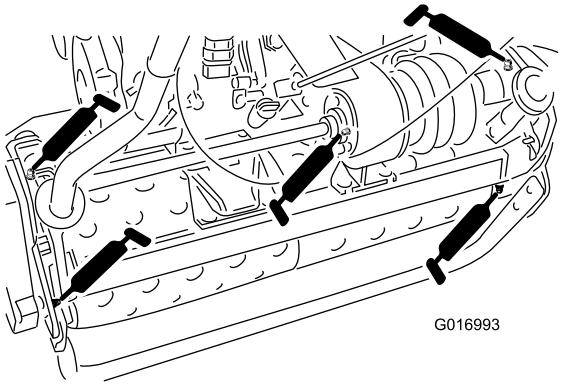

Figur 22
- Två på trumaxlarna (Figur 22)
- Tre på differentialen (Figur 22)